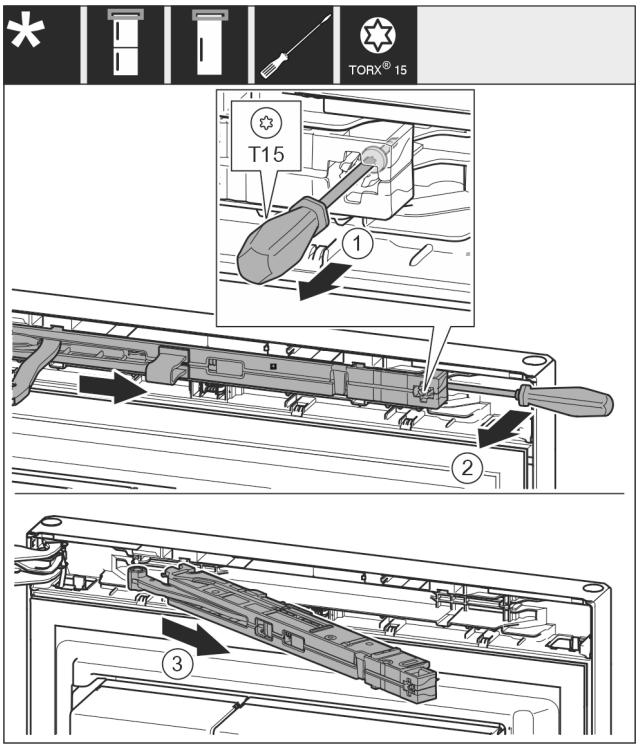

Fig. 13
▶ Desfaceți șurubul *Fig. 13 (1)* aprox. 14 mm de la unitatea amortizorului de închidere cu șurubelnița.
▶ Desprindeți cu o pârghie unitatea amortizorului de închidere *Fig. 13 (2)* de pe partea mânerului cu șurubelnița spre înainte.
▶ Extrageți unitatea amortizorului de închidere *Fig. 13 (3)*.